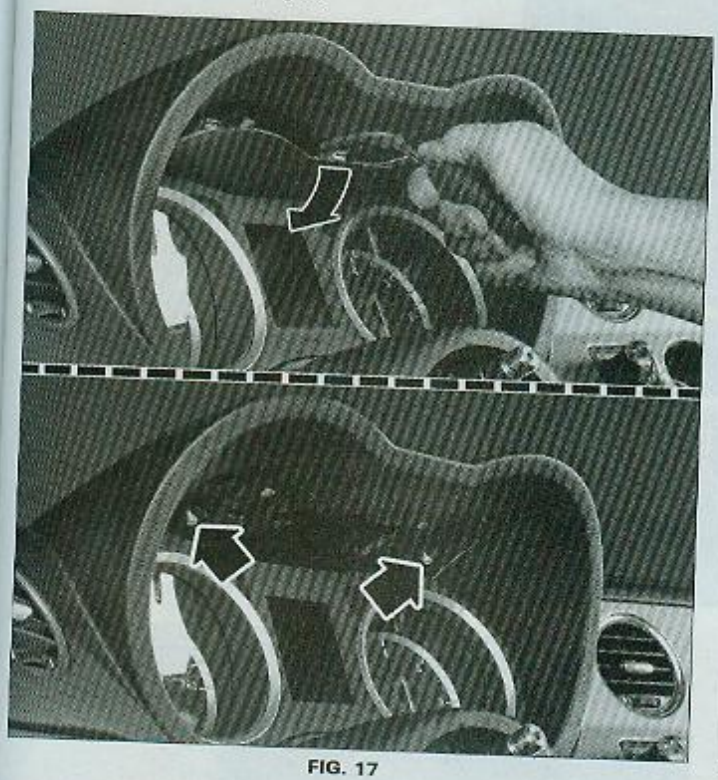

FIG. 17
• Dégrafer la garniture intérieure de la visière puis déposer les 2 vis de fixation du combiné d'instruments (Fig.17).